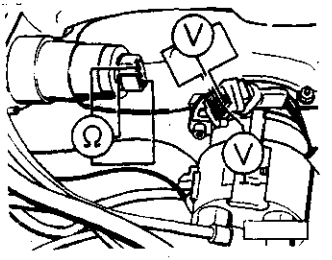

图 5—59
①节气门怠速开关闭合，怠速空气稳定阀便收到基于发动机转速的氧传感器控制单元的交变电压信号和其他输入；电压信号周期地接通与中断，是为调整怠速转速而使阀打开与关闭；接通／中断信号与阀工作周期有关并且用工作周期表和闭角表进行测试；
②起动起发动机并确认阀在振动并有蜂鸣声，否则要检查至阀的电压信号和阀的电阻值阀的电压信号和阀的电阻值；
③把点火开关置于 ON 位置，如图 5—59 所示，用电压表检测导线连接器针脚的电压值；中央针脚与搭铁的电压应为 12V（蓄电池电压），中央针脚分别与两侧针脚的电压应为 10V；
④按图 5—59 所示，用电阻表检测怠速空气稳定阀针脚间的电阻值，其中央针脚分别与两侧针脚应为通路，否则应更换怠速空气稳定阀。